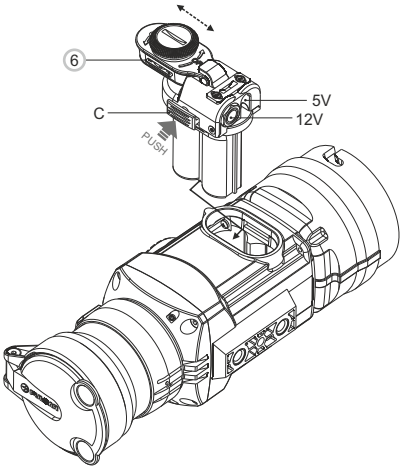

Fig. 3
- Instale el adaptador de alimentación externa en el contenedor de baterias del monocular **(ver fig. 3)**. Asegúrese de que los cierres **(C)** cierren en su lugar de ambos lados. Fije la tapa (6) en el adaptador (ver fig. 3).
- Enciende el dispositivo pulsando brevemente el botón **"ON/OFF" (9)**. Para extraer el adaptador de alimentación externa, presione los pestillos de ambos lados y tírelo.